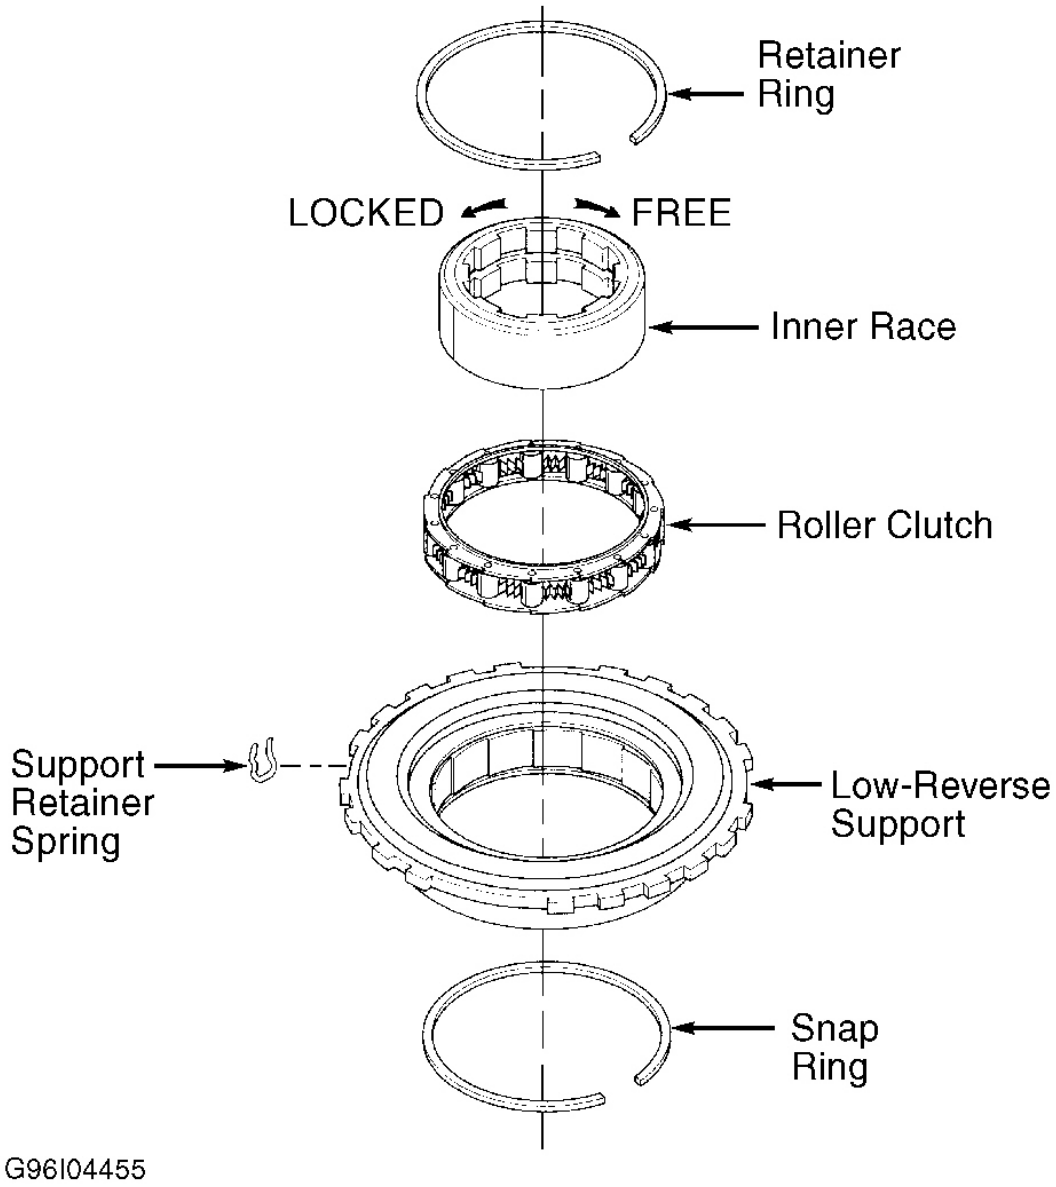

Fig. 21: Exploded View Of Low-Reverse Clutch Assembly
Remove inner race and snap ring. Remove roller clutch assembly. Check inner race for damage and surface finish. See **Fig. 21** . Inspect roller and springs for damage and distortion. Inspect support for loose cam, cracks and damaged surface finish. Replace damaged parts as necessary.
1. Install roller clutch assembly in low-reverse support. See **Fig. 21** . Place support in case with hub facing downward. Install inner race. Rotate inner race while pushing downward. Use care not to damage roller and springs during installation.